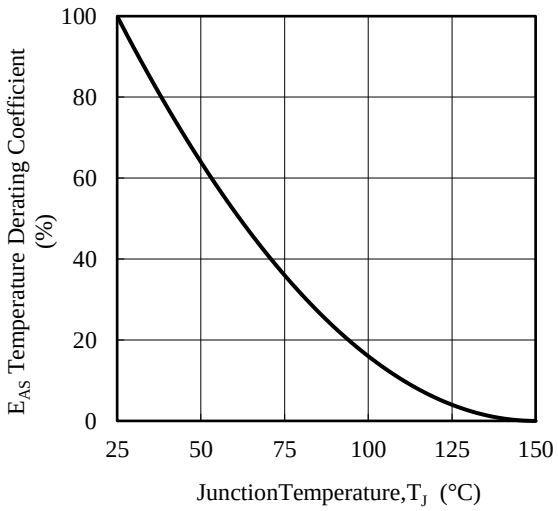

Figure 3-2 Avalanche Energy Derating Coefficient Curve
(1) See Section 3.2.
(2) The Maximum Switching Current is the drain current determined by the drive voltage of the IC and threshold voltage of the MOSFET, $V_{GS(TH)}$.
(3) See Figure 3-2.
(4) Single pulse, V_{DD} = 99 V, L = 20 mH.
(5) See 3.3, Ambient Temperature versus Power Dissipation Curve.
(6) When embedding this hybrid IC onto the printed circuit board (copper area in a 15 mm × 15 mm).